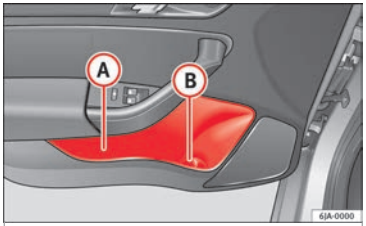

Fig. 160 Storage compartment in door trim.
There is a bottle carrier in part (B) ››› **Fig. 160** of the storage compartment in the front door.
Only use part (A) ››› Fig. 160 of the compartment in the front door to store objects that do not protrude from it so as not obstruct the deployment area of the side airbags.